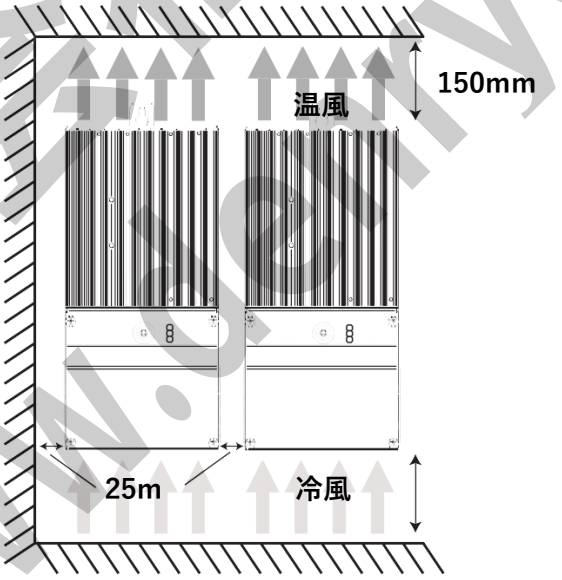

図 3.3 通気のための取り付け間隔
2. TriStar MPPT 150V を直射日光が当たらない，高温度にならず，水のかからない垂直面に取り付けます。TriStar MPPT 150V の設置には適切な空気の流れのため，図 3.3 に示すように，上下に少なくとも 150mm の隙間と，それぞれの側にすくなくとも 25mm の隙間が必要です。